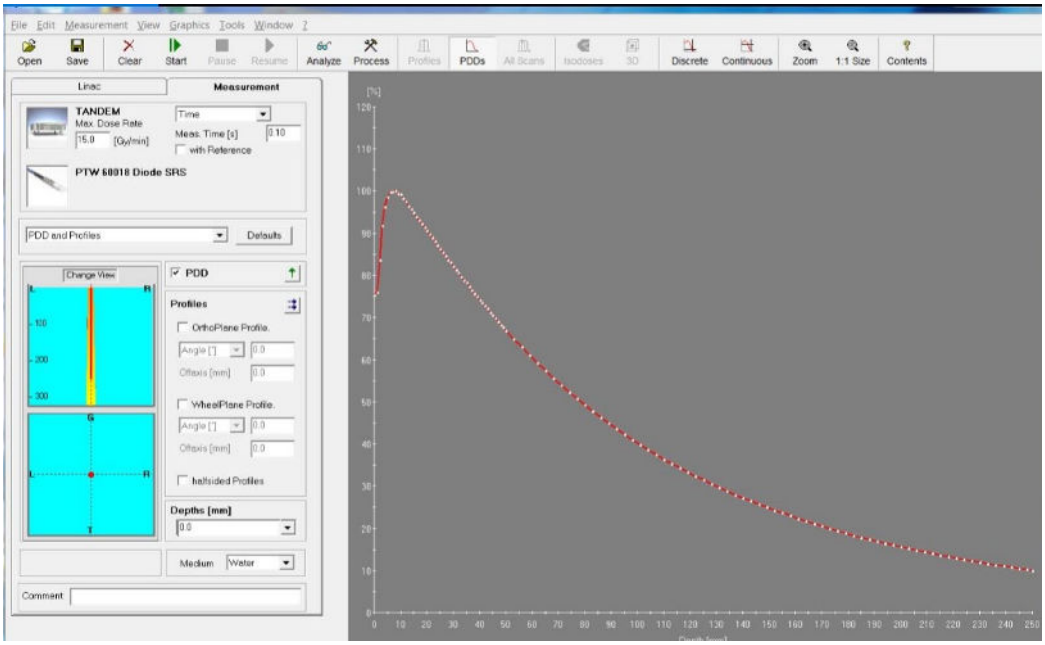

Figure 1-18. Graphique PDD
g. Accédez à TDS Linac Calibration (Calibration TDS Linac), sélectionnez le collimateur 25 mm et entrez la Dose de 5000 UM. Après avoir allumé le faisceau, accédez immédiatement à PTW Mephysto et appuyez sur **Start** (Démarrer) pour lancer la numérisation. Le graphique typique pour PDD est illustré ci-dessous (voir Figure 1-18).